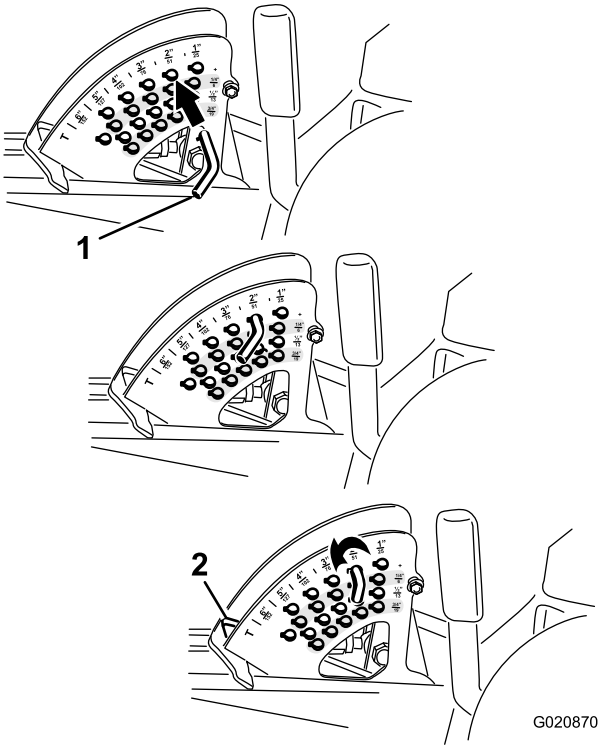

Figur 20
Obs: Lås klippdäcket i höjt läge genom att höja däcket över 15 cm-läget, lossa stopptappen för klipphöjd och sätta tappen i 15 cm-klipphöjdsläget (Figur 20).
2. Justera klipphöjden genom att rotera stopptappen tills rulltappen inuti är i linje med springorna i hålen i klipphöjdsfästet och lossa den (Figur 20).
3. Sätt i tappen i det hål i klipphöjdsfästet som motsvarar den önskade klipphöjden och rotera den för att låsa den plats (Figur 20).
Obs: Det finns fyra rader med hål (Figur 20). Den översta raden ger den klipphöjd som visas ovanför tappen. Den andra raden ger angiven höjd plus 6 mm. Den tredje raden ger angiven höjd plus 12 mm. Den nedersta raden ger angiven höjd plus 18 mm. För 15,2 cm-läget finns bara ett hål, på andra raden. Här läggs inte 6 mm till 15,2 cm-läget.